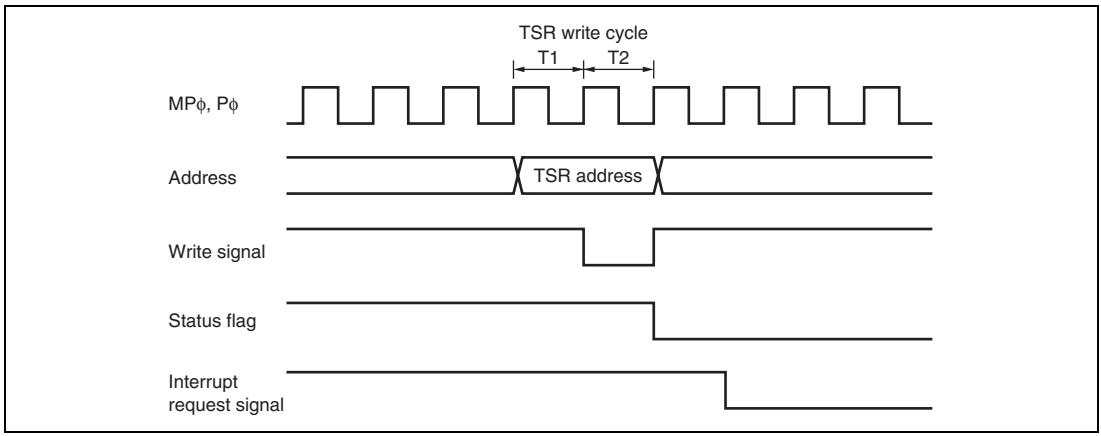
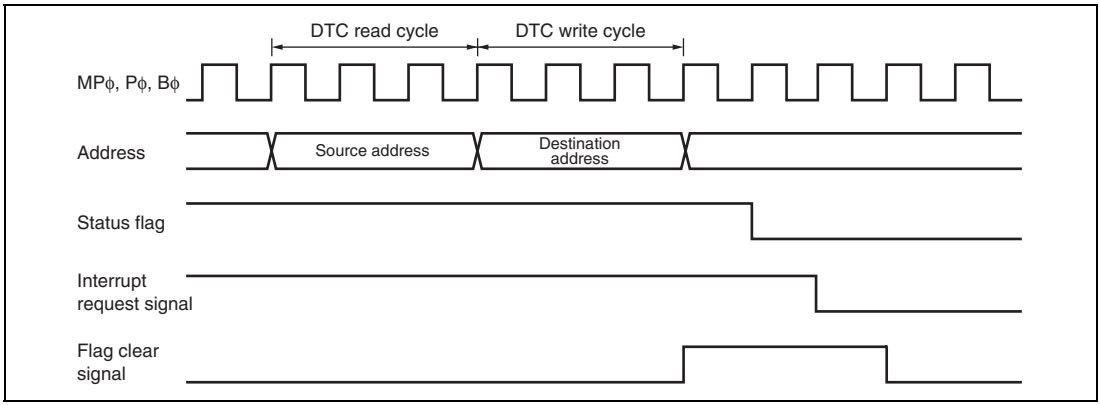

**Figure 10.115 Timing for Status Flag Clearing by CPU (Channels 0 to 4)**
**Figure 10.117 Timing for Status Flag Clearing by DTC Activation (Channels 0 to 4)**
**Status Flag Clearing Timing:** After a status flag is read as 1 by the CPU, it is cleared by writing 0 to it. When the DTC is activated, the flag is cleared automatically. Figures 10.115 and 10.116 show the timing for status flag clearing by the CPU, and figures 10.117 and 10.118 show the timing for status flag clearing by the DTC.